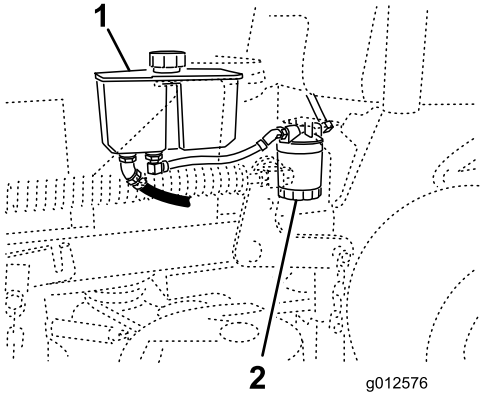

Figur 76
3. Leta reda på filtret och sätt ett avtappningskärl under filtret (Figur 76).